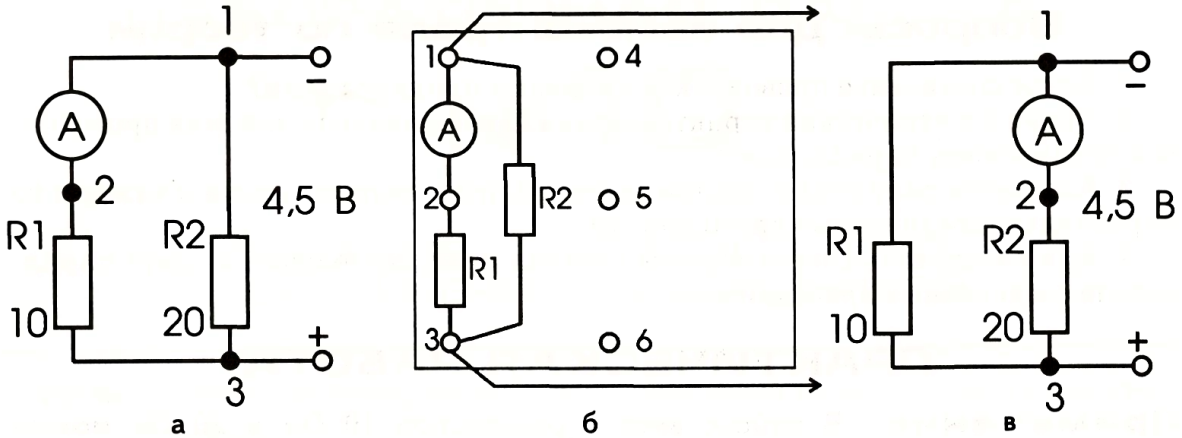

Рис. 3
2. Определите силу тока I_1, текущего через участок **R1**. Включите для этого амперметр, как показано на рис. 3, *а* и *б*.
3. Переключите амперметр во вторую ветвь цепи (рис. 3, *в*). Измерьте силу тока I_2, текущего через участок **R2**.